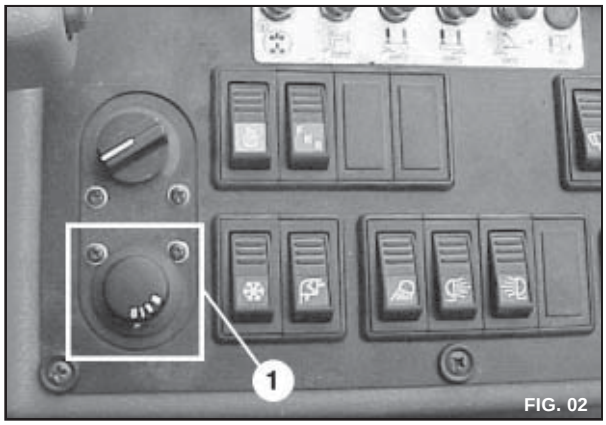

FIG. 02
2. Ligue a ventoinha do evaporador (Fig. 02) na terceira velocidade (velocidade máxima). O sistema de ar condicionado funcionará somente se a ventoinha do evaporador for ligada.